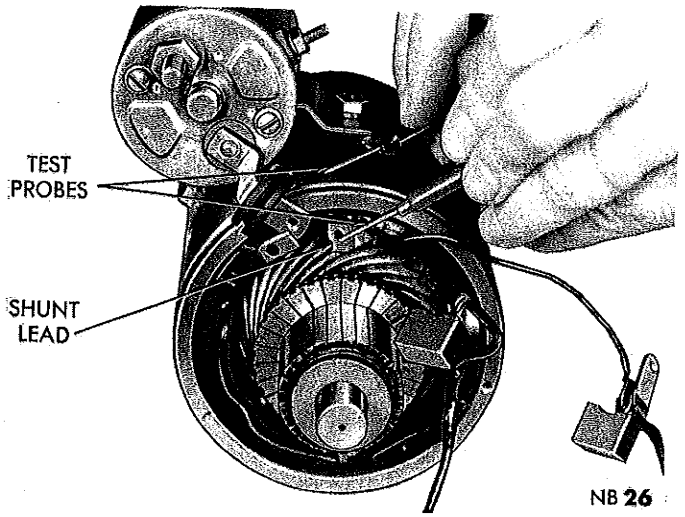

*Fig. 11—Testing Shunt Coil for Ground*
(6) Touch one probe to shunt field coil lead and other probe to field frame (Fig. 11).